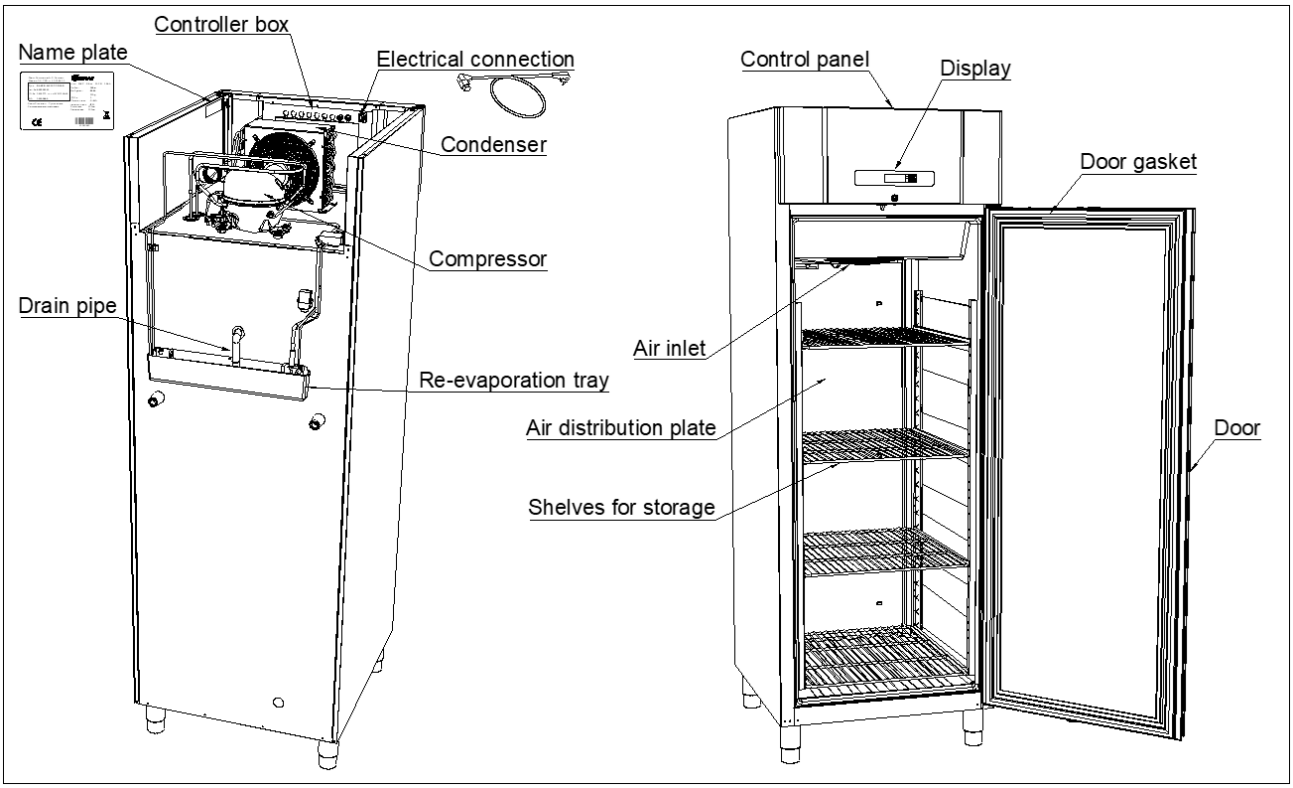

Fig. 5
Connect the detachable power cord to the main supply inlet, on the back of the controller box (see fig. 5) where it is named “Electrical connection”. Only the supplied cord is to be used.
The product is intended for connection to alternating current. The connection voltage (V) and frequency (Hz) are shown on the name plate (see Fig.5).